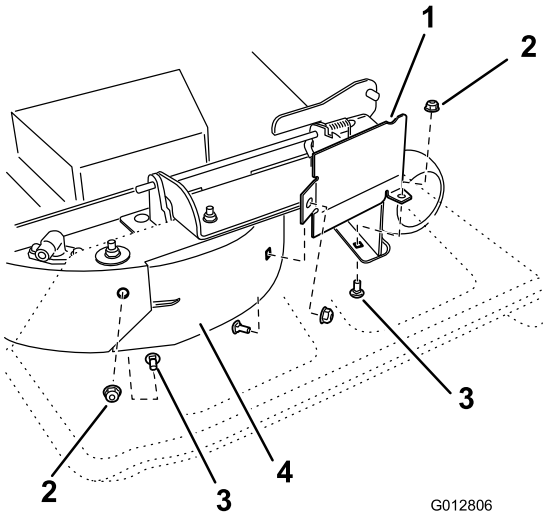

Figur 3
9. Leta reda på skärmskyddet bland de lösa delarna. Använd två vagnsbultar (5/16 x 3/4 tum) och två låsmuttrar (5/16 tum) för att fästa skärmskyddet vid den högra skärmen och klippdäcket enligt Figur 3. Dra åt muttrarna för hand.